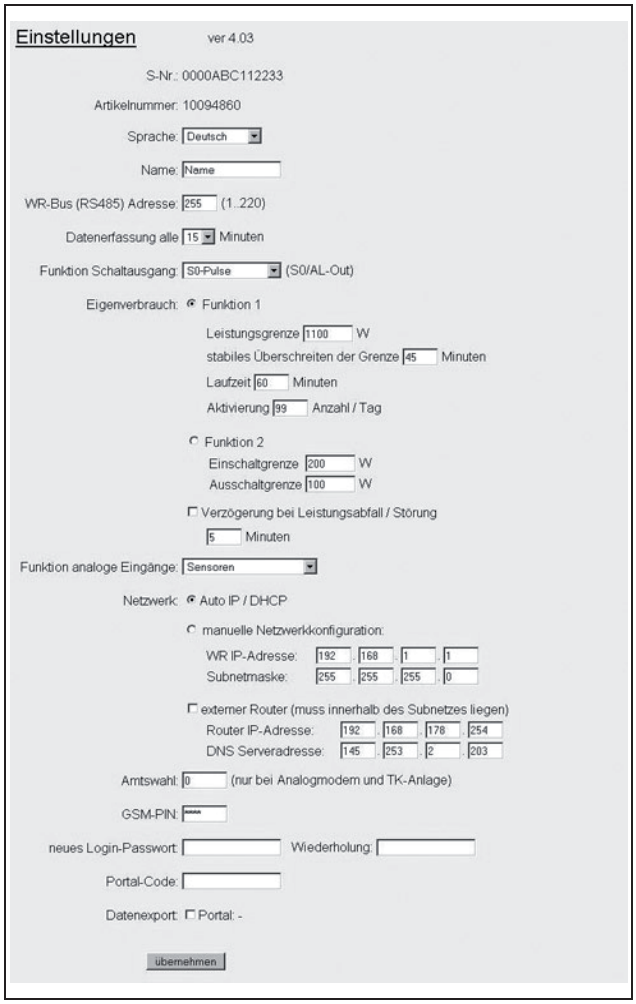

Abbildung 51: *Einstellungen-Seite*
- Rufen Sie die Seite "Einstellungen" des Webservers auf (siehe Abbildung 51).